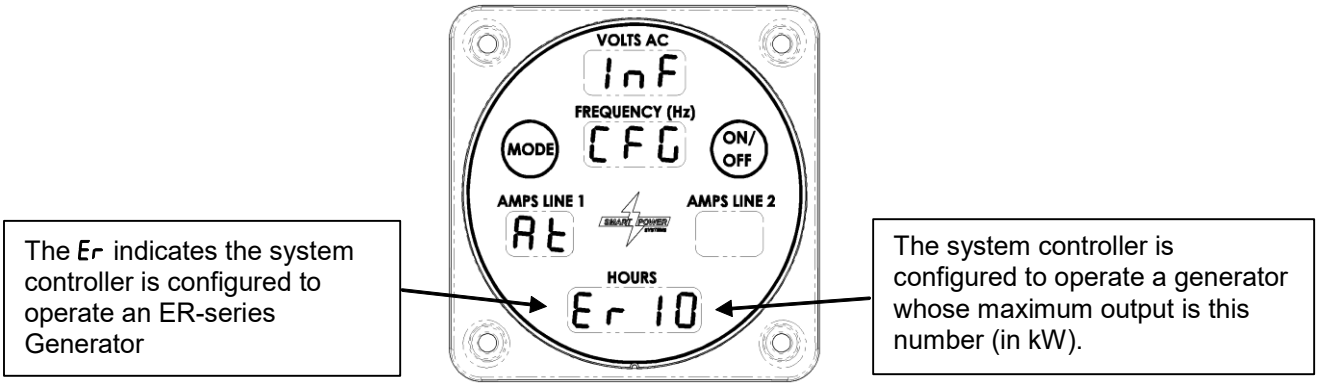

Figure 23 - Configuration Display
e. When the Command & Control Center is in Normal mode, pressing the Mode button five times will cause the configuration of the generator system controller to be displayed. For example, "Er" indicates the controller is configured to run an enclosed generator, and the number displayed corresponds to the maximum power output of the generator in kilowatts (reference Figure 23.)